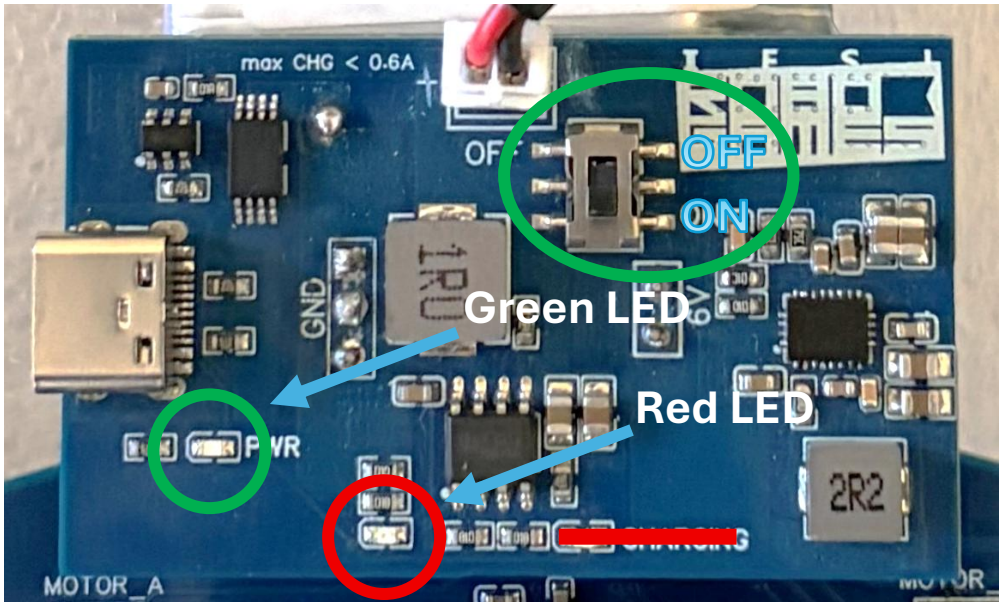

Figure 8
- **Red LED:** Indicates the battery is currently charging.(see **Figure 8)**
- **Main Power Switch:** To provide the 6V output to the robot, pull the switch **DOWN** to the "ON" position(see **Figure 8**) . Always switch the power module **OFF** after use to preserve battery health.